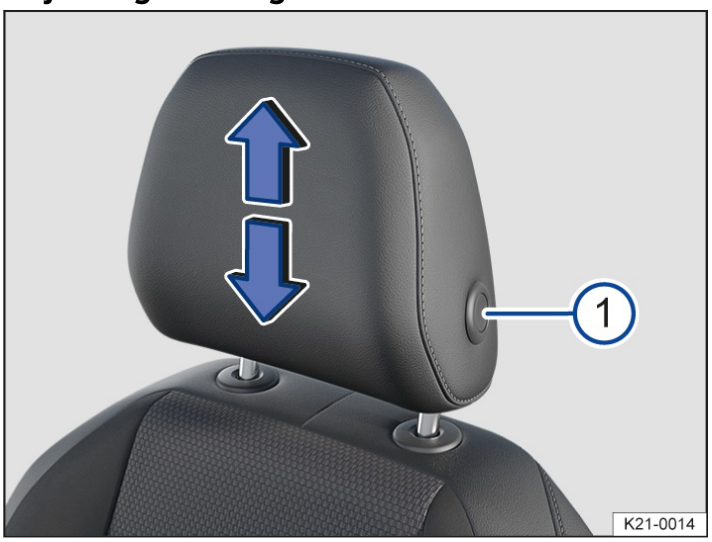

Fig. 1 Adjusting a front head restraint (illustration).
1. While pressing the → *Fig. 1* (1) button, push the head restraint up or down in the direction of the arrows.